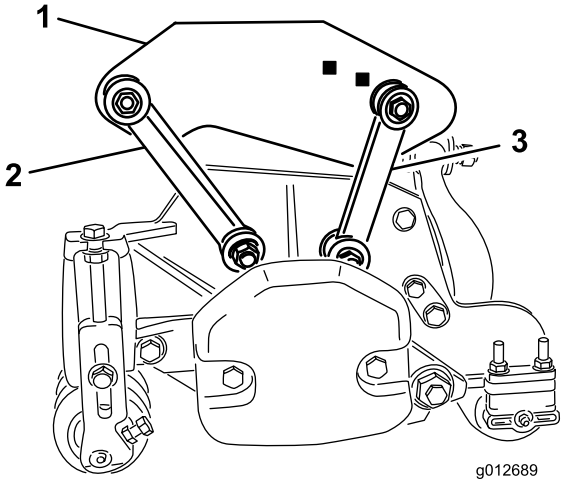

Figur 19
- Fäst de främre monteringslänkarna i hålen på bärramen med en bult (3/8 x 2-1/4 tum), två planbrickor och en låsmutter såsom visas i Figur 19. Placera en bricka på var sida om länken vid montering. Dra åt fästelementen till 42 Nm.
- Fäst de bakre monteringslänkarna i hålen på den bakre bärramen med en bult (3/8 x 2-1/4 tum), två planbrickor och en låsmutter såsom visas i Figur 19. Placera en bricka på var sida om länken vid montering. Dra åt fästelementen till 42 Nm.